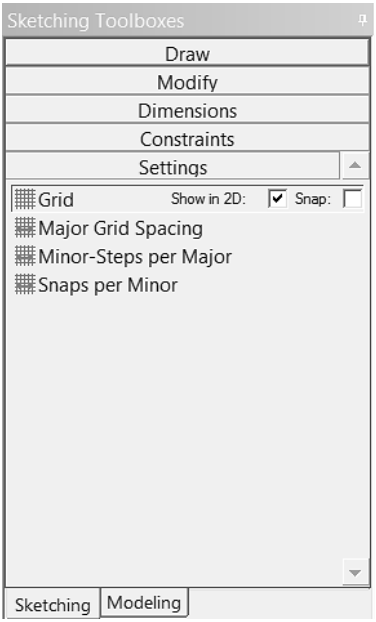

Рис. 11.
5) Перед построением области покажем координатную сетку. Для этого на панели Sketching Toolboxes кликните по табулятору Settings, находящемуся внизу панели, затем – по инструменту Grid и напротив Show in 2D установите галочку, рис. 11. После этого на панели Graphics будет показана координатная сетка, расстояние между координатными линиями по умолчанию равно 5 м.